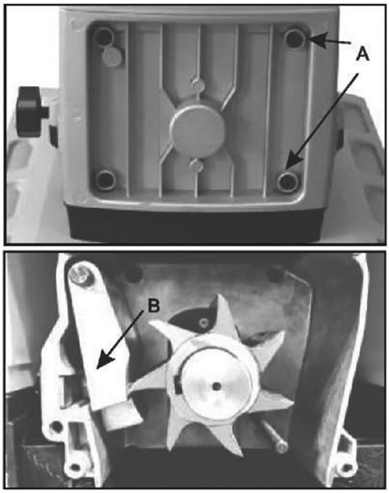

Рис. 7 Замена контрплиты
Для проведения осмотра состояния ножа или замены контрплиты необходимо отключить измельчитель от сети и открутить 4 винта A (Рис. 7) задней крышки.
2. Выньте контрплиту B (Рис. 7) и замените ее новой.